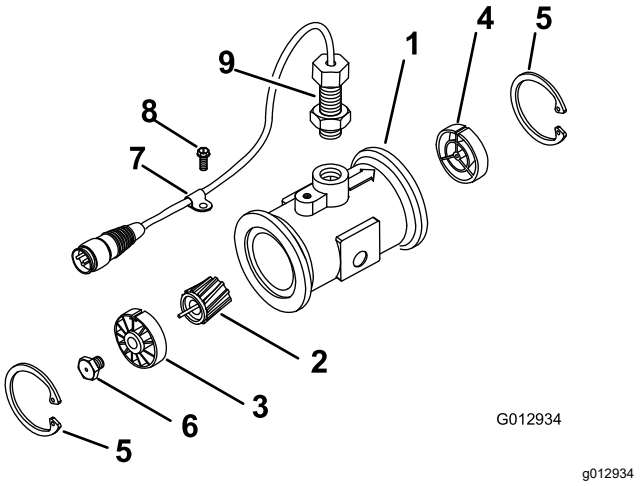

Figuur 66
3. Verwijder de borgring aan de stroomopwaartse kant (Figuur 66).